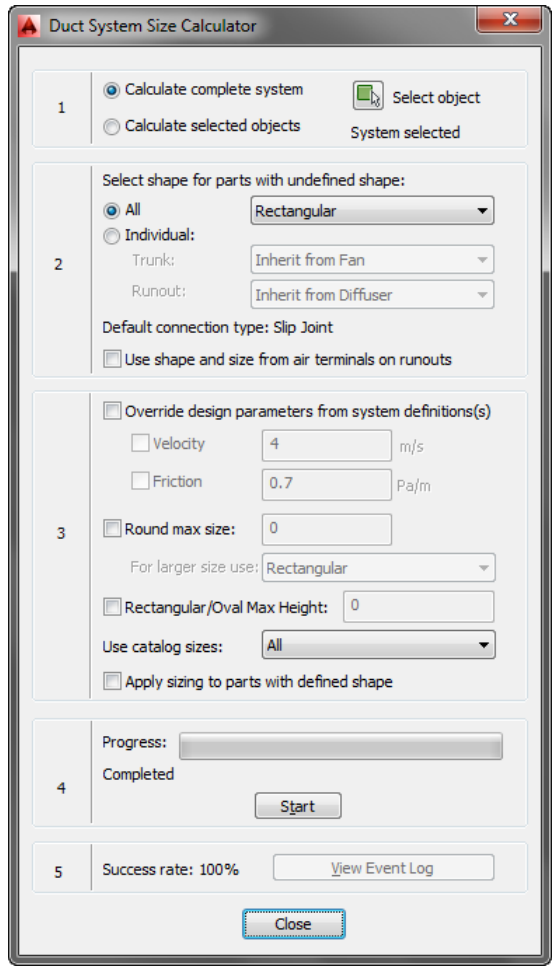

Figure 4-33 *The* ***Duct System Size Calculator*** *dialog box after completing calculations*
6. After adding all the parts, the **Duct System Size Calculator** dialog box is displayed, as shown in Figure 4-33.